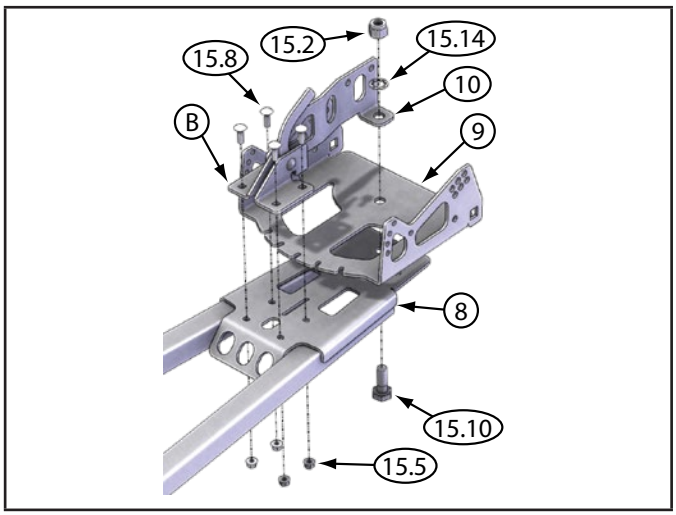

Figura 5 - Instalación de la placa de ángulo y conjunto de la palanca de ángulo
2. Instale el conjunto de la palanca de ángulo (B) en la soldadura del tubo (8) como se muestra en la figura 5. Use los pernos de carruaje estándares (15.8) de 5⁄16 x 1 in. (7.9 x 25.4) y tuercas (15.5) de 5⁄16 in. (7.9 mm) para asegurar las placas del mango derecho y izquierdo. Apriete los pernos.
3. Asegure la placa de pivote (9) a la soladura del tubo (8) y placa de gancho (10) usando el perno de estructura (15.10) de 5⁄8 x 1¾ in. (15.9 x 44.5 mm), arandela de seguridad (15.14) de 5⁄8 in. (15.9 mm) y tuerca de seguridad (15.2) de 5⁄8 in. (15.9 mm) como se muestra en la figura 5. Apriete la tuerca y el perno para que la placa no gire con facilidad pero que no esté floja.